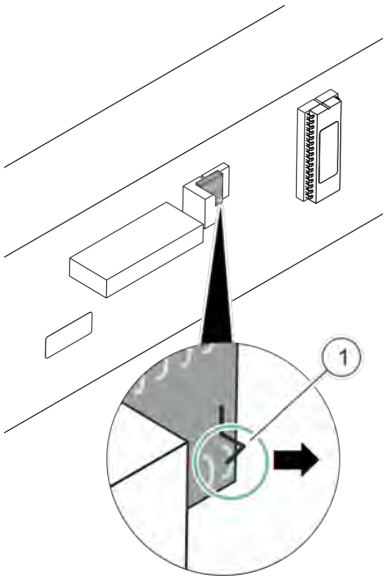

Fig. 48: Opening the contact
6. Open contact 1 on the DIP switch (*Fig. 48*/1).